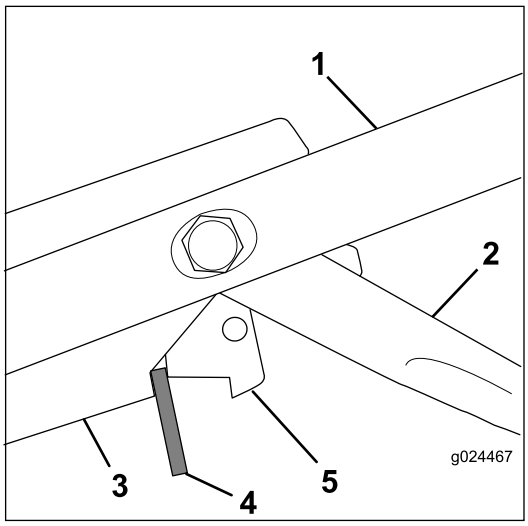

Figur 33
3. Montera en 8 mm tjock distansbricka mellan kontrollspaken för knivbromsen och styrfästet på handtaget (Figur 33).